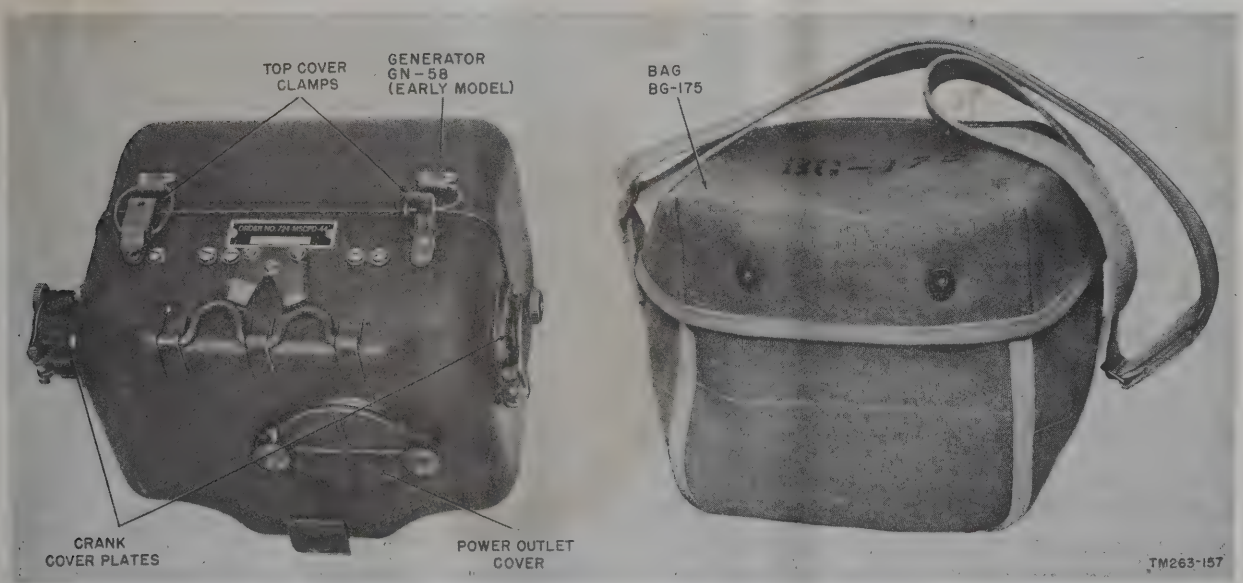

Figure 13. Generator GN–58–(*) and Bag BG–175.
14. Description of Generator GN–58–(*) (fig. 13).